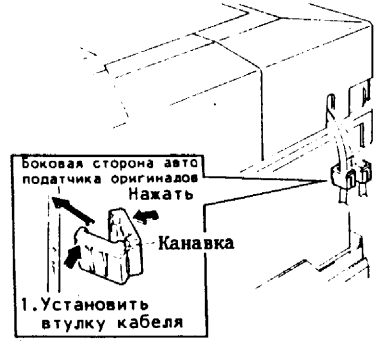

Рис.14.Установка втулок проводов
(25) 5331/32
Подключить P/J201,P/J331,P/J335 и установить на жгут втулку провода, прикрепляемую к задней крышке и втулку провода, снятую в шаге (2) (рис.14).
Подключить P/J201,P/J331 и установить на каждый жгут втулку провода, прикрепляемую к задней крышке и втулку провода, снятую в шаге (24) (рис.14).